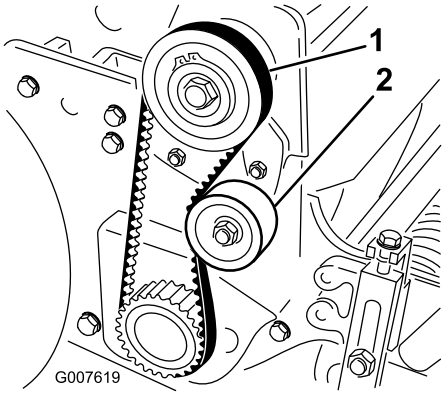

Figuur 42
2. Controleer de spanning door de riem midden tussen de poelies (Figuur 42) in te drukken met een kracht van ongeveer 2 kg (18 tot 22 N). De riem moet een speling van 6 mm hebben.
A. Maak de montagemoer van de spanpoelie los en draai de spanpoelie rechtsom tegen de achterzijde van de riem totdat de riem de vereiste spanning heeft (Figuur 42).